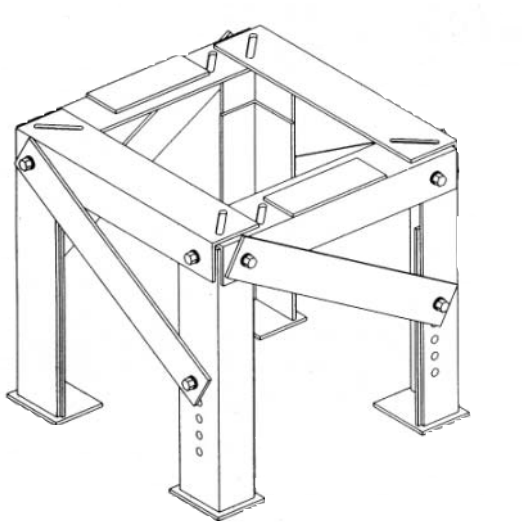

Figure 1-5.
3. Open the V_1 knife switch (and V_6 if present) on the back panel (Figure 1-5).
6. Open the SOURCE(S) disconnect switch.
7. Open the LOAD (L) disconnect switch.
8. Open the SOURCE-LOAD (SL) disconnect switch. (Delta application only.)